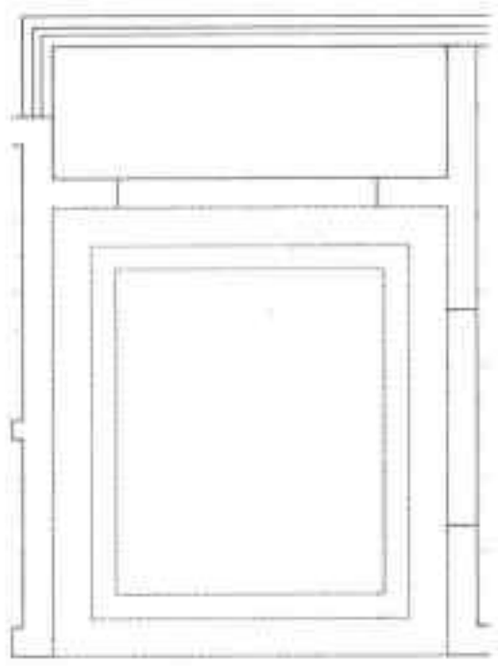

图19-56 偏移矩形
Step 03 执行“矩形”命令，绘制矩形。执行“偏移”命令，向内分别偏移 300mm、200mm，如图 19-56 所示。